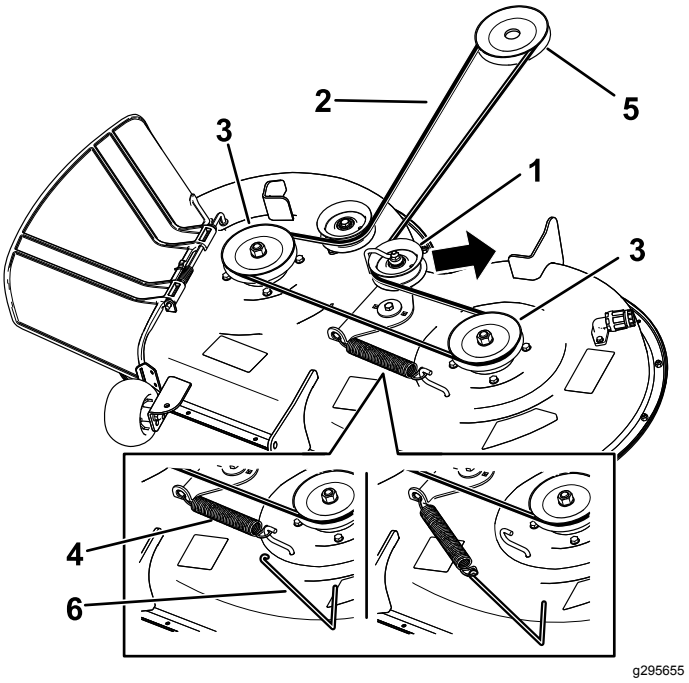

Figur 54
2. Skrue (3)
6. Brug et fjederværktøj (Toro-delnr. 92-5771) til at fjerne styrefjederen fra skjoldets krog for at fjerne spændingen fra styreremskiven, og rul remmen af remskiverne (Figur 54).
7. Før den nye rem rundt om motorremskiven og plæneklipperremskiverne (Figur 54).
8. Brug et fjederværktøj (Toro-delnr. 92-5771) til at montere styrefjederen over skjoldets krog og tilspænde styreremskiven og plæneklipperremmen (Figur 54).